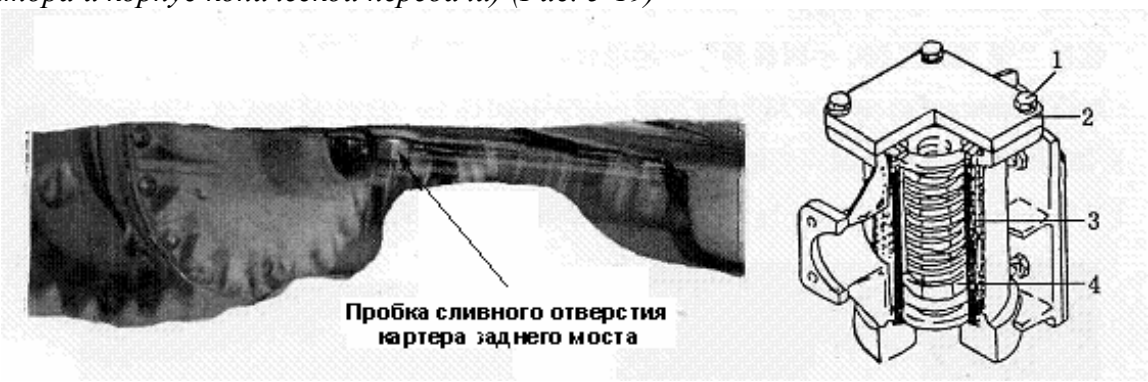

Рис. 5-19
3. Почистить корпус муфты рулевого механизма (включая картер трансмиссии, гидротрансформатора и корпус конической передачи) (Рис. 5-19)